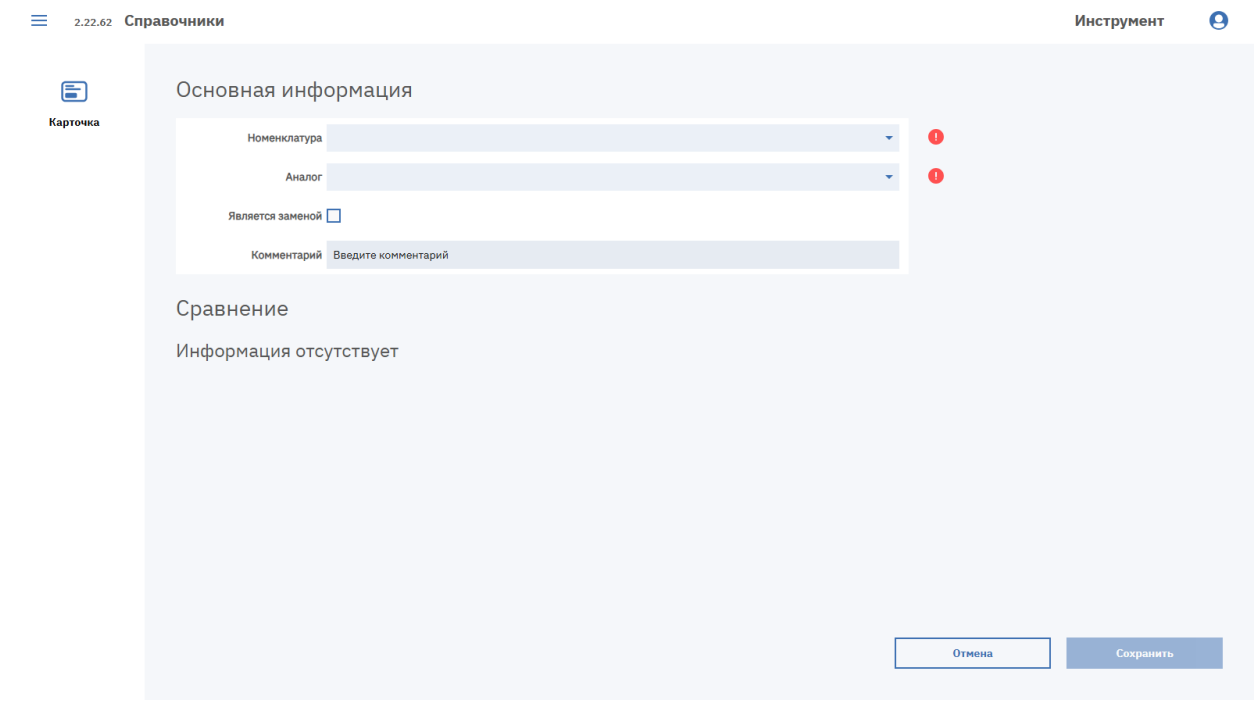

Рисунок 64. Форма добавления аналога
1. Нажмите кнопку «Добавить аналог». В новой вкладке откроется форма «Основная информация» (см. Рисунок 64).